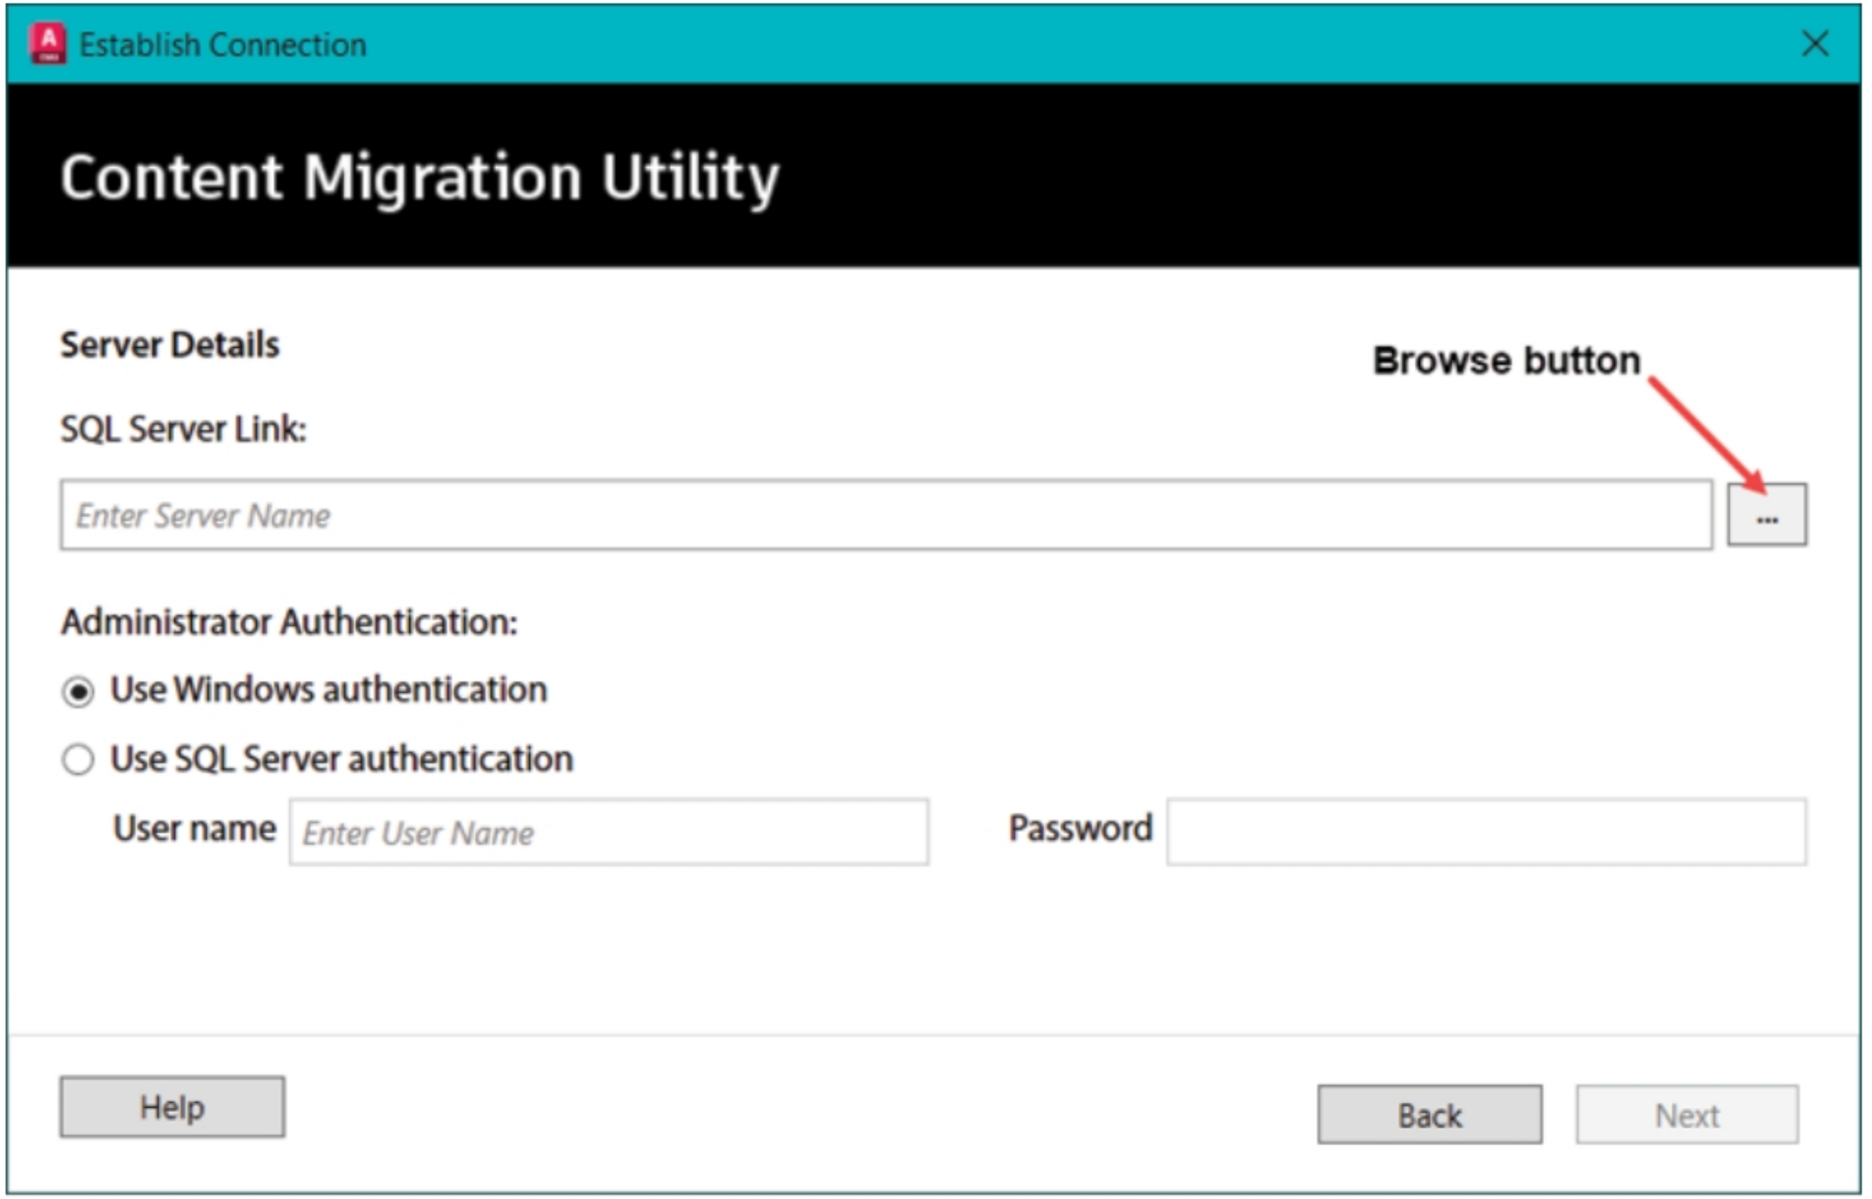
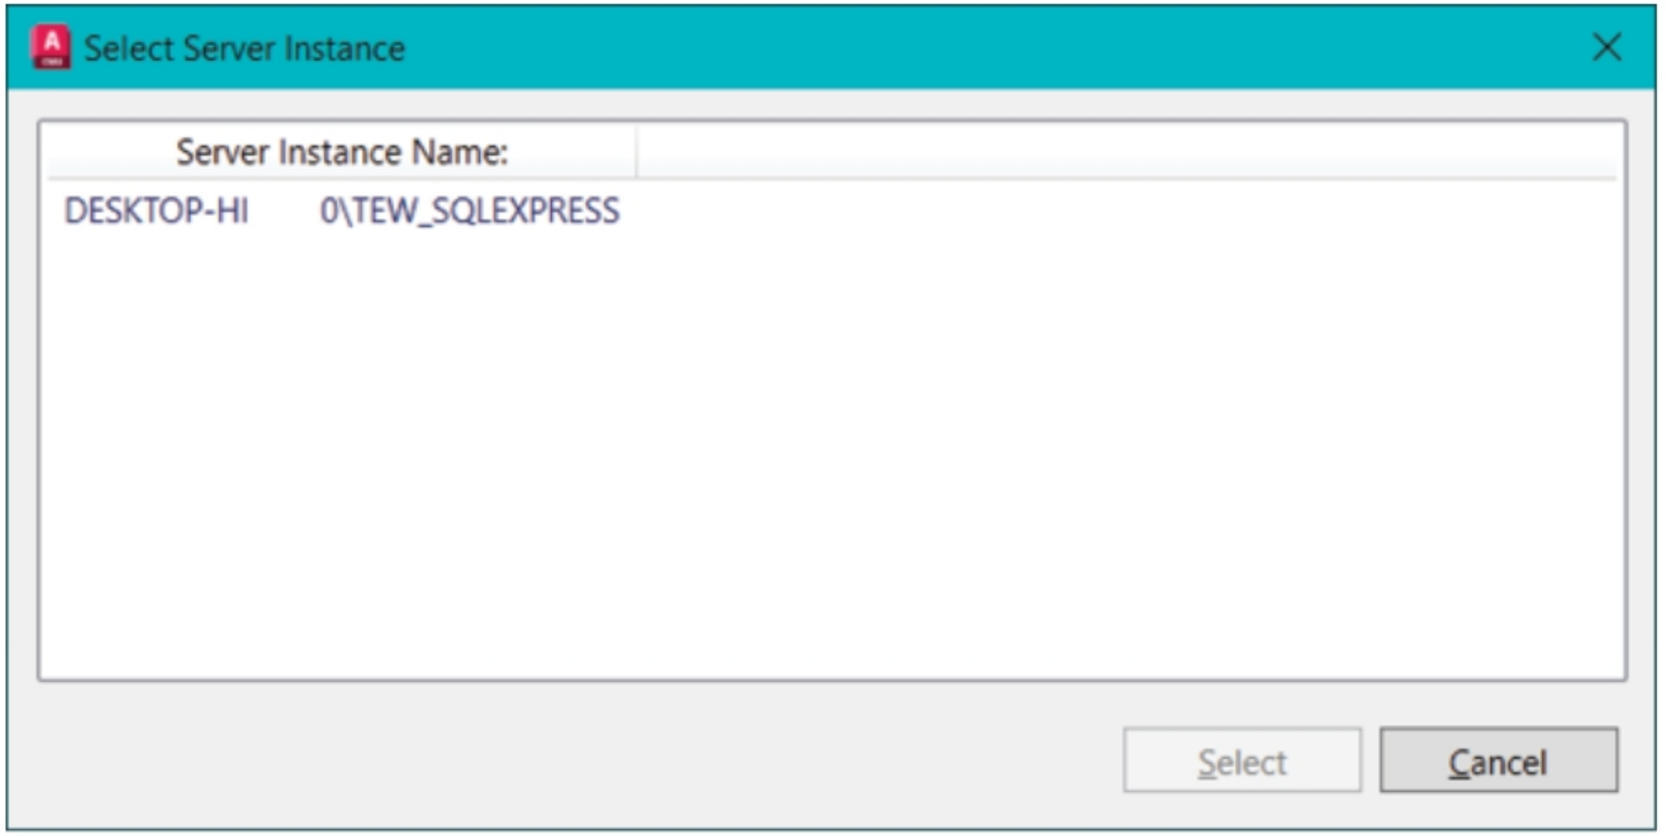

Figure-66. Server Details page
Figure-67. Select Server Instance dialog box
- Click on the **Create and Migrate Database** tool in the application window. The page will be displayed as shown in Figure-66.
- Click on the **Browse** button next to **SQL Server Link** edit box; refer to Figure-66. The **Select Server Instance** dialog box will be displayed after system has check available server instances; refer to Figure-67.